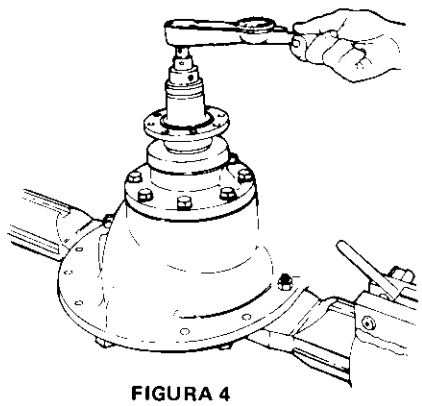

FIGURA 4
e) Instale um torquímetro na porca do pinhão e observe se o valor obtido atende aos limites especificados no item 1.1 (ver figura 4);